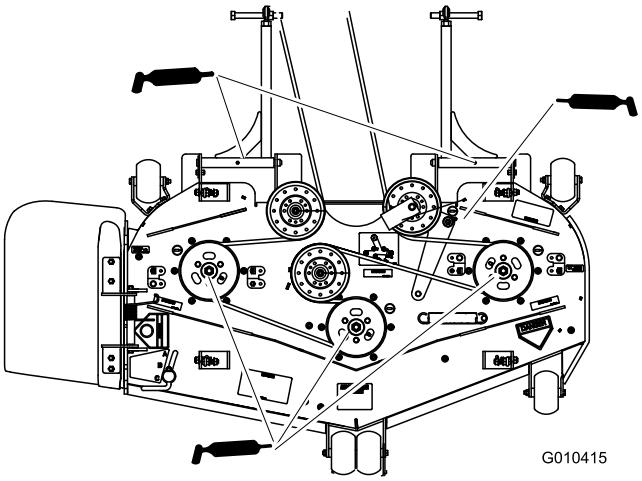

Rysunek 40
6. Nasmaruj 3 łożyska wrzeciona, aż smar wypłynie przez dolne uszczelki (Rysunek 40).
7. Nasmaruj ramię koła pasowego luźnego podwozia kosiarki (Rysunek 40).
8. Nasmaruj smarowniczki na popychaczach (Rysunek 40).